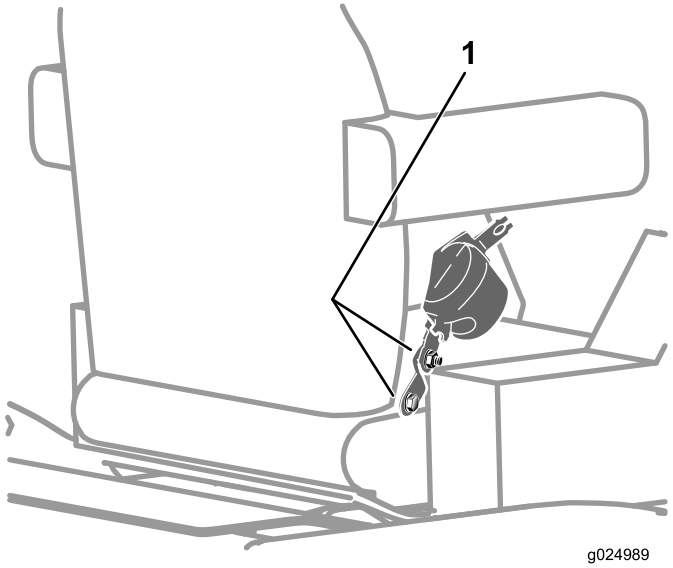

Figura 113
2. Controllate che i bulloni e i dadi che fissano il riavvolgitore della cintura e la fibbia al sedile siano serrati a una coppia di 47-61 N·m; fate riferimento a Figura 113.